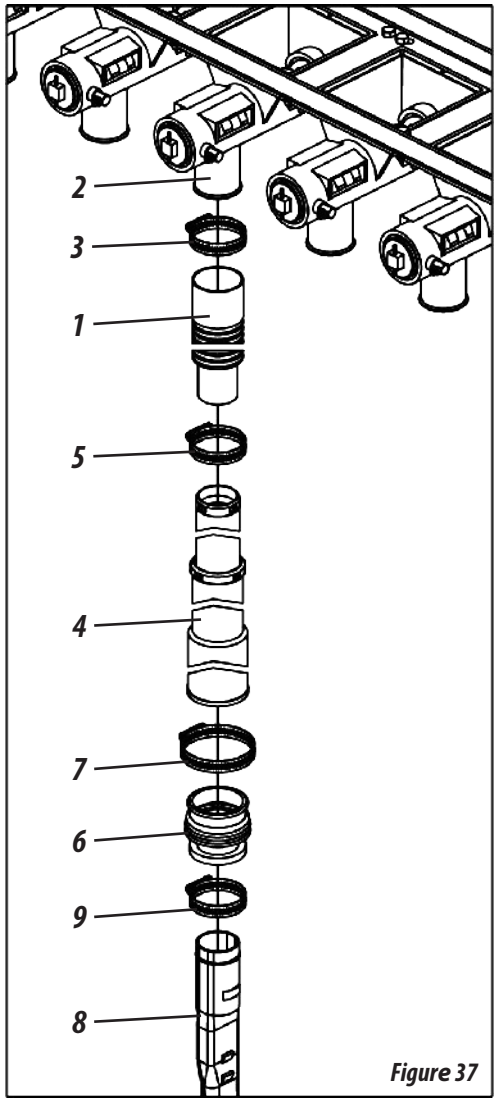

Figure 37
INDEPENDENT FERTILIZER CONDUCTOR SYSTEM (FIGURES 37/38)
To send the fertilizer from the distributor to the ground, fit the hose (1) to the outputs of the independent conductor (2) through the clips (3). Then, attach the telescopic cable (4) to the hose (1) by attaching it through the clamp (5). Then, attach the rubber coupling (6) to the telescopic cable (4) by attaching it through the clip (7). Finish by attaching the spout (8) to the rubber coupling (6) by attaching through the clip (9), **as shown in figure 37.**